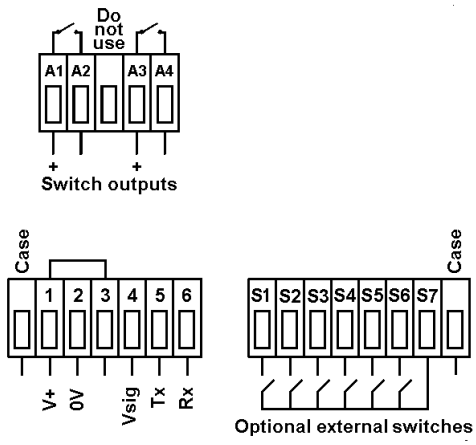

Fig 9 Installation and terminal connections
c. Connect the panel wiring to the rear terminal block(s) as shown in Fig 9. To simplify installation, the terminals are removable so that panel wiring can be completed before the instrument is installed.